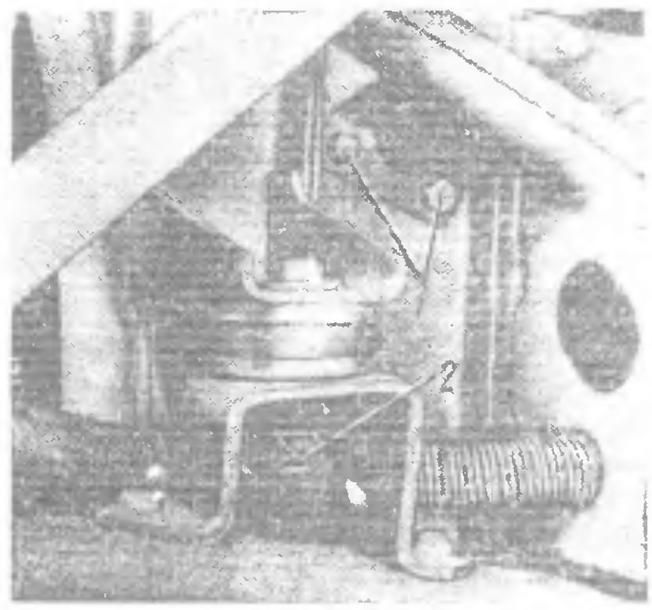

Рис. 20. Крепление радиатора справа:
6. Расшплинтуйте и отверните гайку *2* (рис. 20) болта крепления радиатора к раме с правой стороны, выверните болты *1* крепления кронштейна трубки отопителя кабины. Отсоедините от радиатора смазочной системы двигателя правый маслопровод	Плоскогубцы, ключи 19 мм (2 шт.), сменная головка 13 мм и вороток, отвертка
27. Заверните и зашплинтуйте гайку *2* (см. рис. 20) болта крепления радиатора к раме с правой стороны, вверните болты *1* крепления кронштейна трубки отопителя кабины. Подсоедините к радиатору смазочной системы двигателя и закрепите правый маслопровод	Ключи 19 мм (2 шт.), плоскогубцы, сменная головка 13 мм и вороток, отвертка